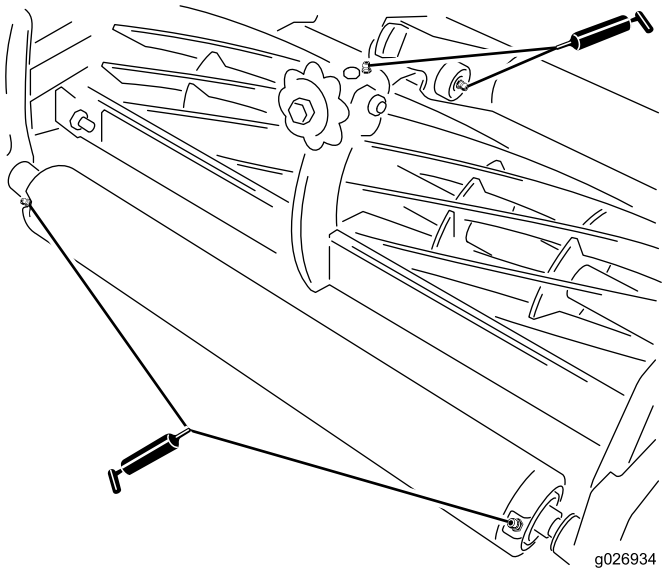

**Figure 12**
Each mower has (4) grease fittings (Figure 12) that must be lubricated every 8 hours of operation with Heavy Duty 2 wheel bearing grease.